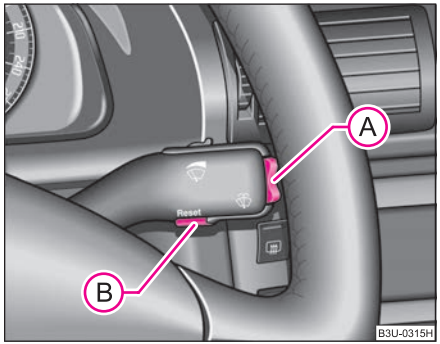

Fig. 8 Multi-functional indicator: Control elements
Switching of the memory takes place when the button (B) ⇒ fig. 8.
The rocker switch (A) and the button (B) are located in the grip of the window wiper lever ⇒ fig. 8.
If you wish to determine the average fuel consumption over a certain period of time you must first erase the memory at the start of the new measurement using the button (B) ⇒ page 19, fig. 8. A zero appears in the display for the first 300 m you drive after erasing the memory.
The driving time which has elapsed since the memory was last erased, appears in the display ⇒ page 18. If you wish to calculate the driving time from a particular time of day you must first erase the memory at this moment in time by pressing the button (B) ⇒ page 19, fig. 8.
The distance driven since the memory was last erased appears in the display ⇒ page 18. If you wish to calculate the distance driven from a particular time of day you must first erase the memory at this moment in time by pressing the button (B) ⇒ page 19, fig. 8.
The average speed since the memory was last erased is shown in the display in km/hour ⇒ page 18. If you wish to determine the average speed over a certain period of time you must first erase the memory at the start of the new measurement using the button (B) ⇒ page 19, fig. 8.